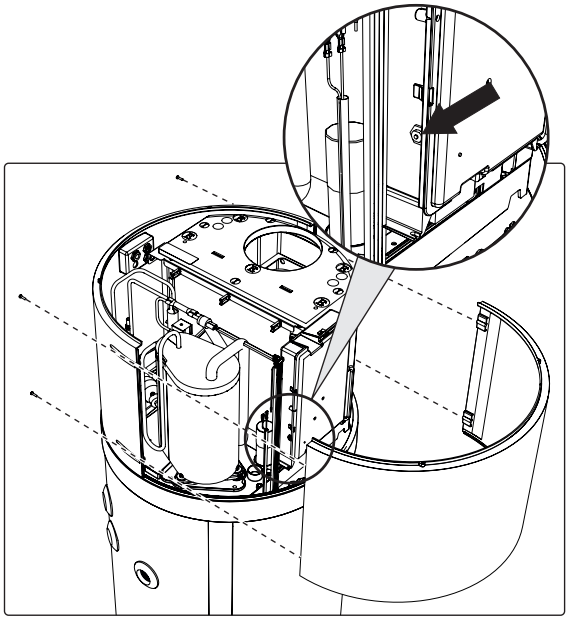

fig. 78- Rimozione del pannello anteriore
- Rimuovere il pannello anteriore e resettare manualmente il termostato di sicurezza scattato (fig. 78). In caso di intervento, il perno centrale del termostato fuoriesce di circa 2 mm.